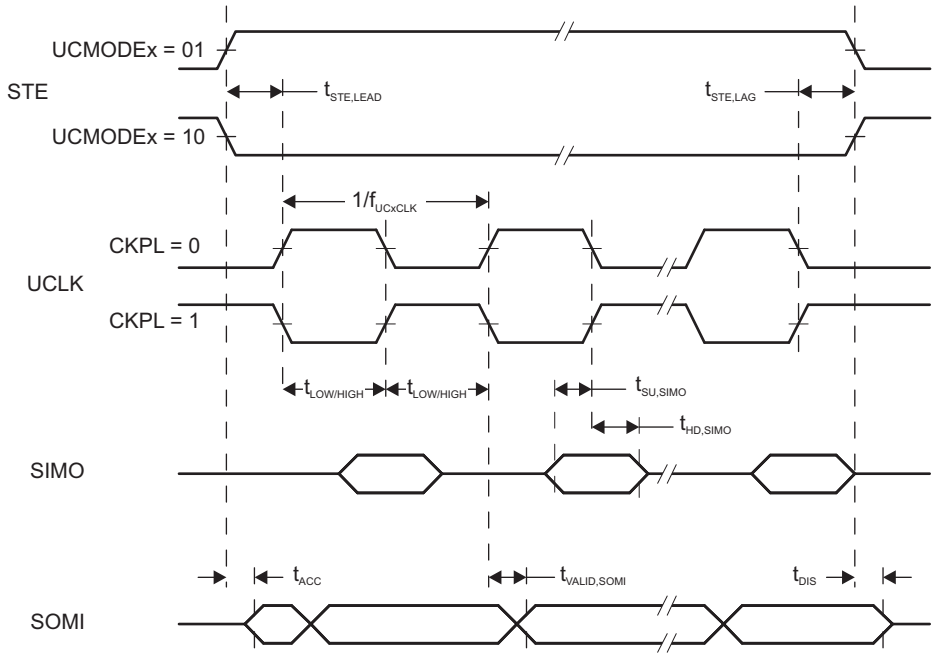
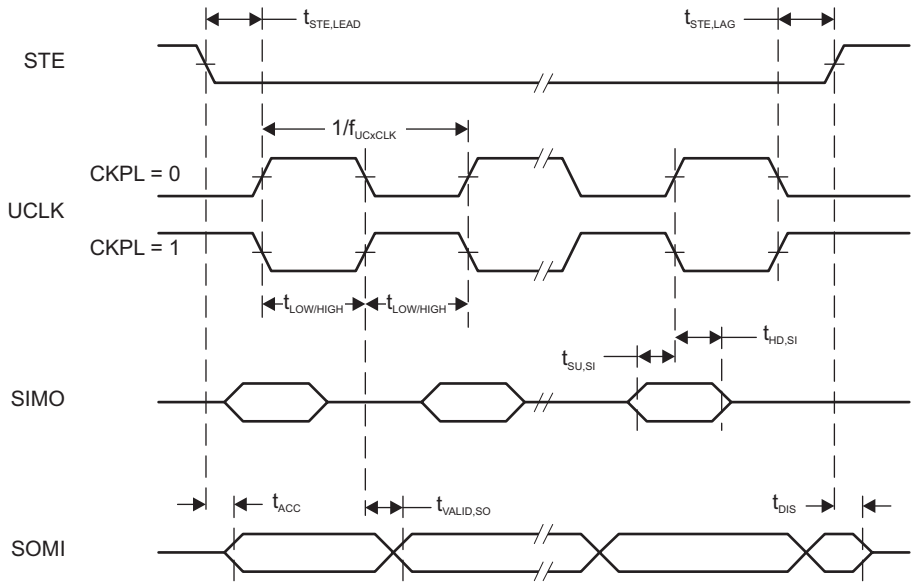

Figure 5-15. SPI Slave Mode, CKPH = 0
Figure 5-16. SPI Slave Mode, CKPH = 1
(2) Specifies the time to drive the next valid data to the SOMI output after the output changing UCLK clock edge. See the timing diagrams in Figure 5-15 and Figure 5-16.
(3) Specifies how long data on the SOMI output is valid after the output changing UCLK clock edge. See the timing diagrams inFigure 5-15 and Figure 5-16.